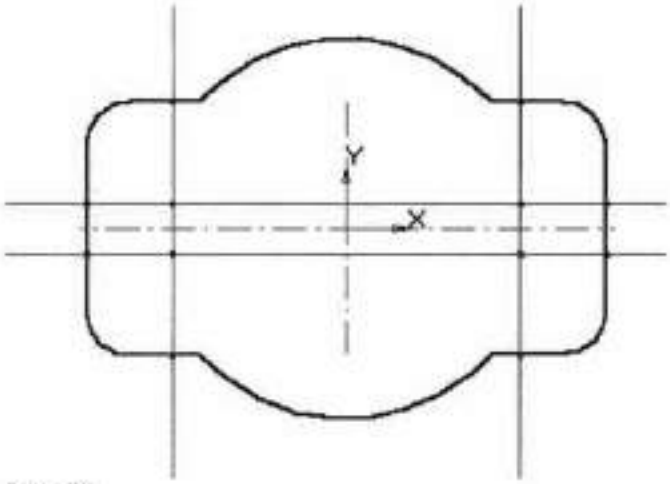

Рис. 28
7. Выполните пазы. Для этого постройте с помощью параллельных вспомогательных прямых параметры пазов – ширину паза и положение центров цилиндрической поверхности пазов, рис. 28.